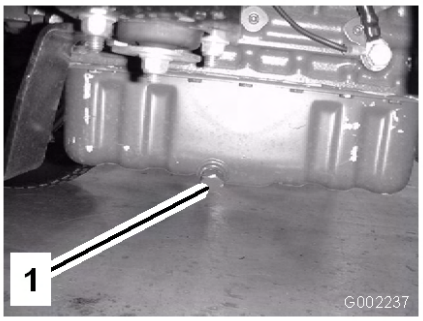

Figur 40
5. Fjern aftapningsproppen (Figur 40).